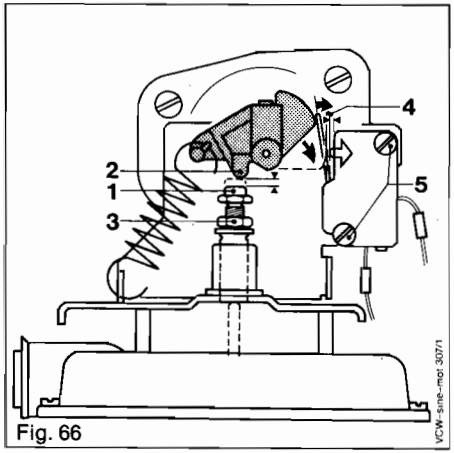

Fig. 66
14.11.2 Change of D.H.W. microswitch (Fig. 66)
14.11.4 Adjustment of servo control valve (Fig. 66)